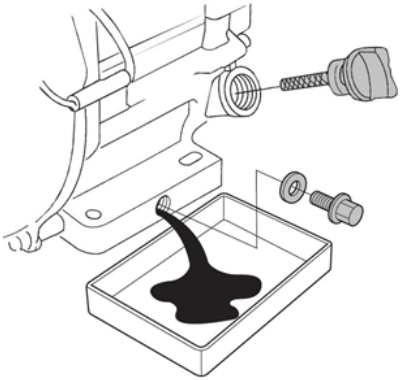

Рис. 16 Замена масла в двигателе
4. Очистите от загрязнений зону вокруг маслозаливной горловины. Извлеките крышку-щуп из маслозаливной горловины (Рис. 16) и протрите щуп чистой ветошью.
5. Открутите пробку для слива масла и слейте отработанное масло в подготовленную для этого емкость (Рис. 16).